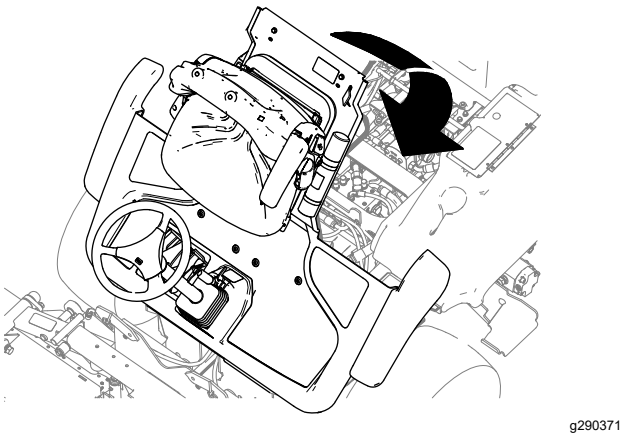

Figur 44
1. Sænk forsigtigt platformen (Figur 44).